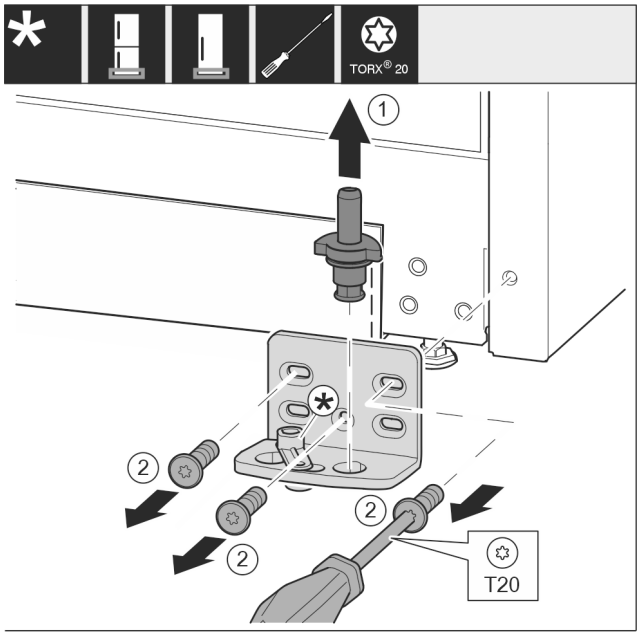

Fig. 17
▶ Ložiskový čep *Fig. 17 (1)* celý vytáhněte nahoru.
▶ Šroubovákem vyšroubujte šrouby *Fig. 17 (2)* a sejměte stojan ložiska.